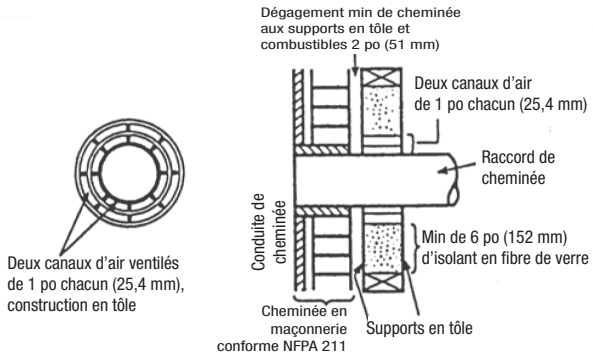

Figure 8 (ÉU SEULEMENT)
- Ne doit pas être obstrué par les tuyaux de raccord de la cheminée, comme dans la figure 8 ci-dessous.